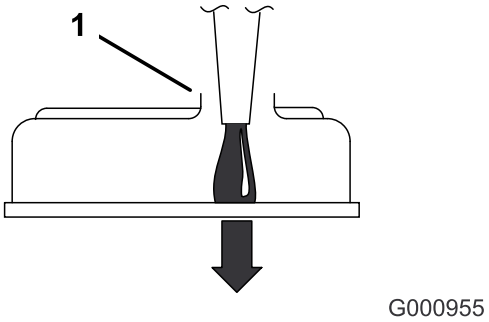

**Figuur 35**
**Belangrijk: Vul de olie zeer langzaam bij en zorg ervoor dat de vulopening niet verstopt raakt (Figuur 35). Al u te snel olie bijvult of de opening verstopt raakt, bestaat de kans dat de olie overloopt en de luchtinlaten verstopt raken. Hierdoor kan de motor schade oplopen.**